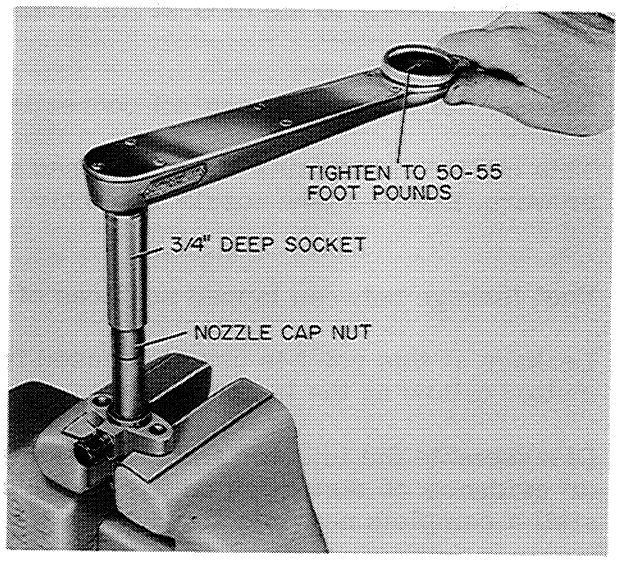

Figure I-41. Tightening Nozzle Clamp Nut with a Torque Wrench
c. Using a torque wrench and a 3/4 inch deep socket, carefully tighten the cap nut to 50 to 55 pounds, Figure I-41.